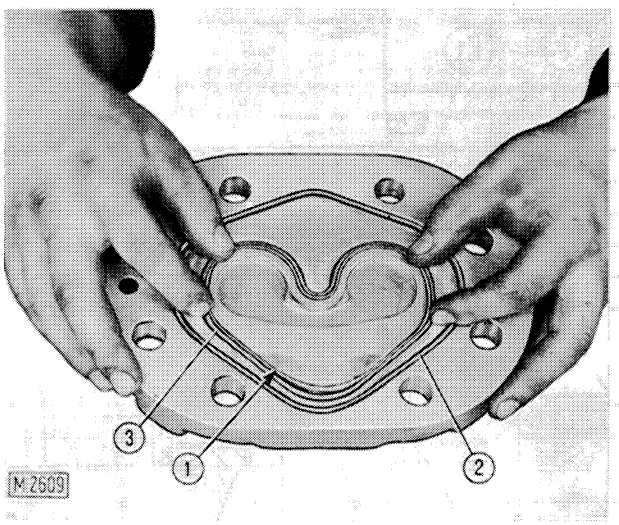

Fig. 15-8 - Assembling anti-extrusion ring (1) on pump cover inside center O-ring (3).
The plastic ant-extrusion ring (1, Fig. 15-8) is to be inserted inside center seal (3).